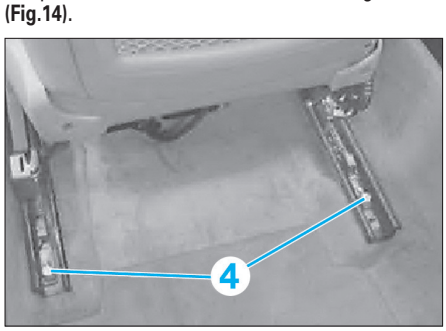

Fig. 14
• Déposer les deux vis de fixation (4) des glissières **(Fig.14)**.